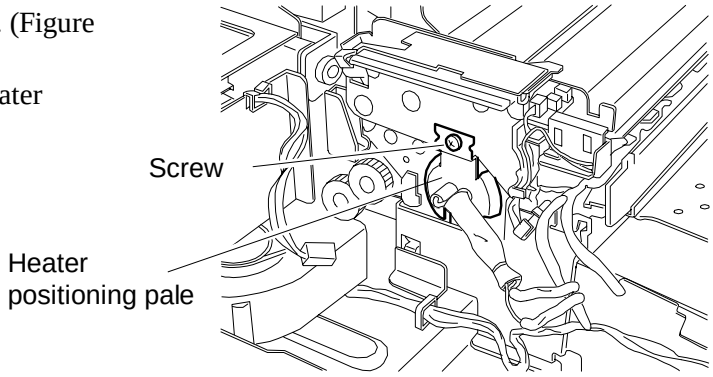

Fig. 4
4) Remove the heater positioning plate. (Figure 4)